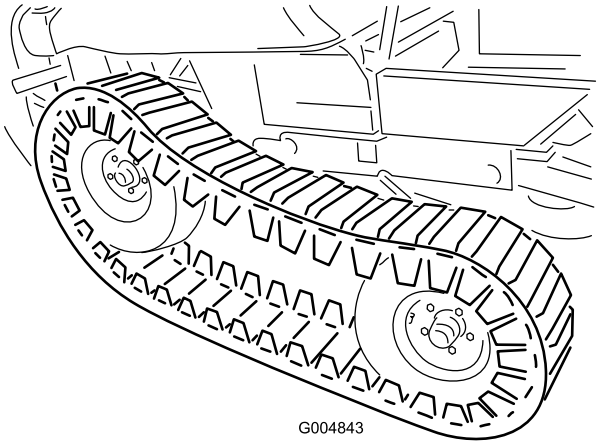

Figur 120
48. Sammen med en hjælper løftes forenden af larvefoden nok til at fordækkene forsigtigt kan monteres (Figur 120).